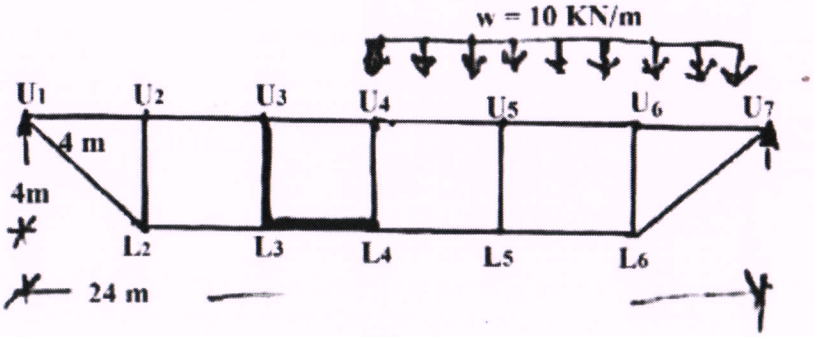

Fig . 7
Q.8 See Fig.7. For the 2 hinged stiffening girder of a suspension bridge, draw the Influence Lines for reaction in member U3L3 (vertical member) and L3L4 (bottom horizontal); and find the forces in these two members (U3L3 & L3L4) if the stiffening girder is loaded only to the right half (U4 to U7) of the unit.